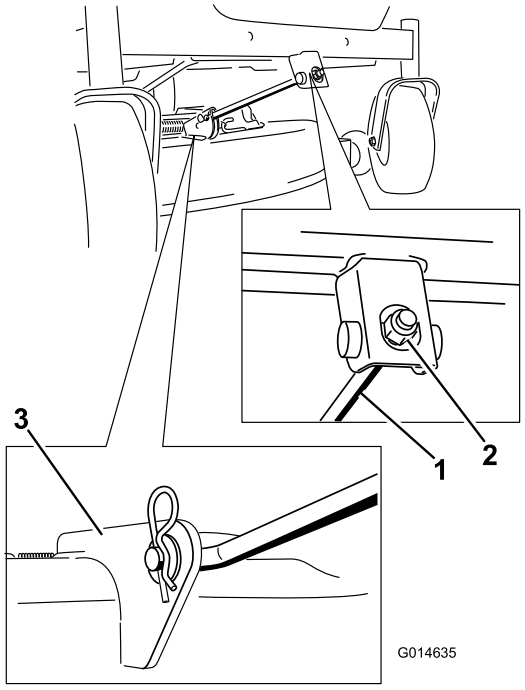

Figur 65
4. Fjern låseclipsen fra den forreste støttestang, og fjern stangen fra skjoldbeslaget (Figur 65). Sænk forsigtigt klippeskjoldets forende til jorden.
6. Fastgør den forreste støttestang til klippeskjoldet med gaffelbolten og låseclipsen (Figur 65).